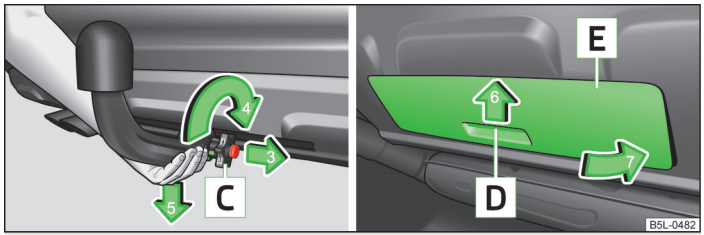

Fig. 132 **Removing the two bar/placing the cover on the rear bumper**
- › Grip the tow bar from underneath and use your other hand to pull the handwheel C» Fig. 132 in the direction of the arrow **3**.
› Grip the cover on the rear bumper E » Fig. 132 at the handle D and position in the direction of the arrow **6** on the "checkmark" underneath the upper edge of the bumper.